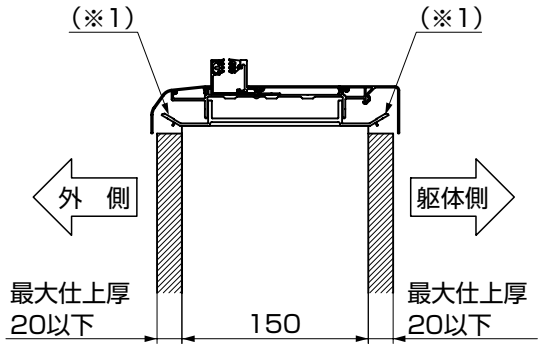
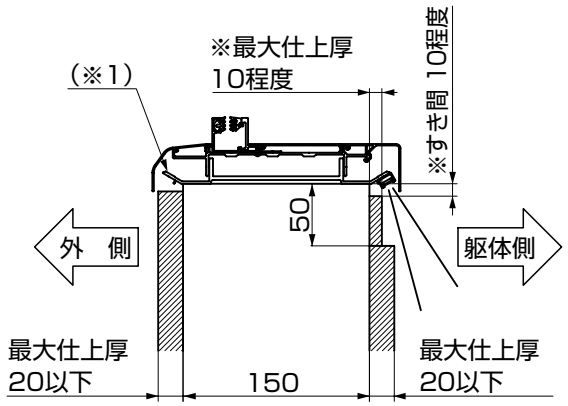

図5-1　内側笠木にLED照明を取付ない場合
図5-2　内側笠木にLED照明を取付ける場合
①コンクリートブロックの表面仕上げは、図5-1、図5-2にしたがってください。